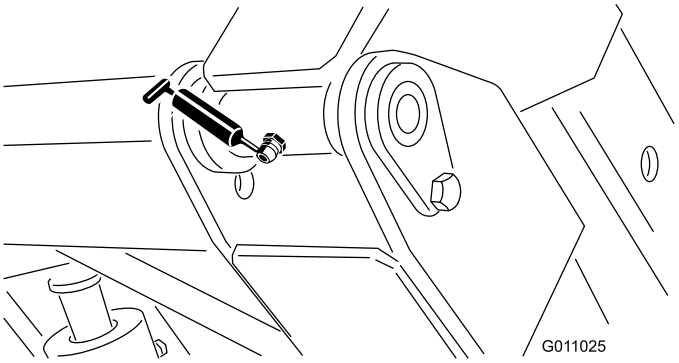

Figuur 29
- Draaipunt van hopper (boven) (2) (Figuur 29).